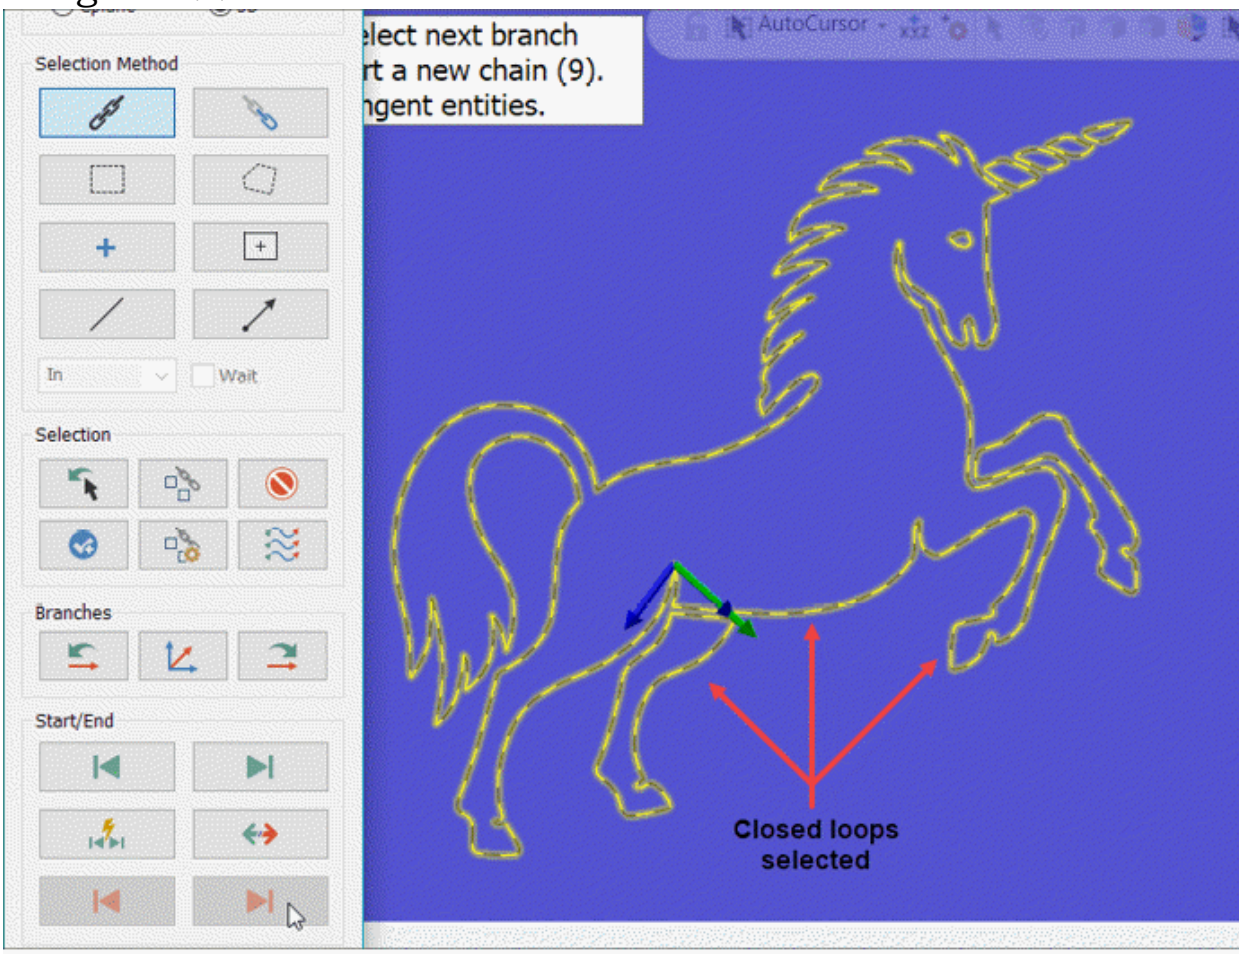

Figure-21. Closed loops selected
- Select one or more closed loop chains from the graphics area to be converted to organic surface; refer to Figure-21. Note that selected curve chains must be on a base surface.